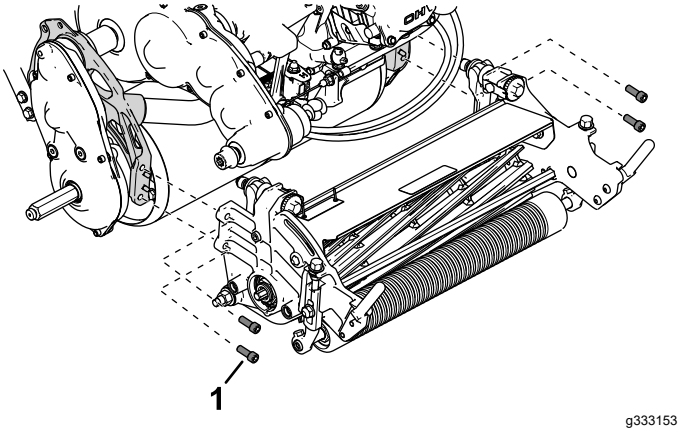

**Figuur 4**
3. Gebruik 4 inbusschroeven om de maai-eenheid aan de machine te monteren (Figuur 4).